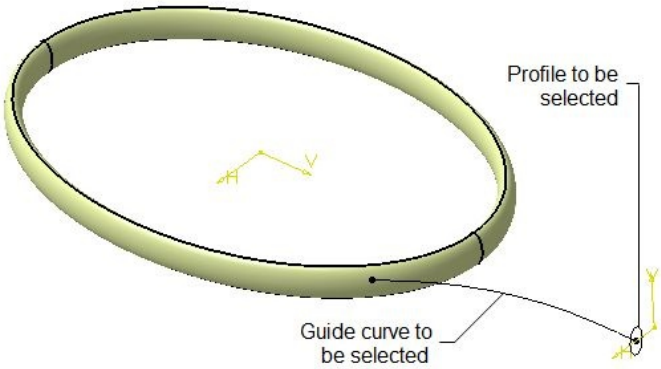

Figure 10-75 *The profile and the guide curve to be selected*
3. Select the profile to be swept from the geometry area, as shown in Figure 10-75; you are prompted to select a guide curve.